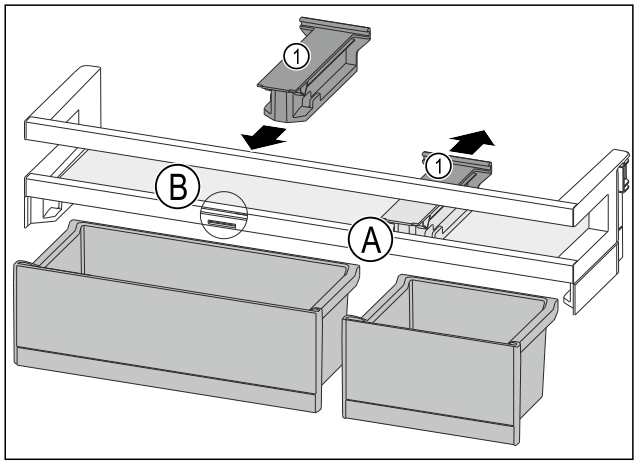

Fig. 142
▶ Desprindeți piesa de susținere *Fig. 142 (1)* din poziție *Fig. 142 (A)* spre spate.
▶ Introduceți piesa de susținere *Fig. 142 (1)* în poziție *Fig. 142 (B)*.